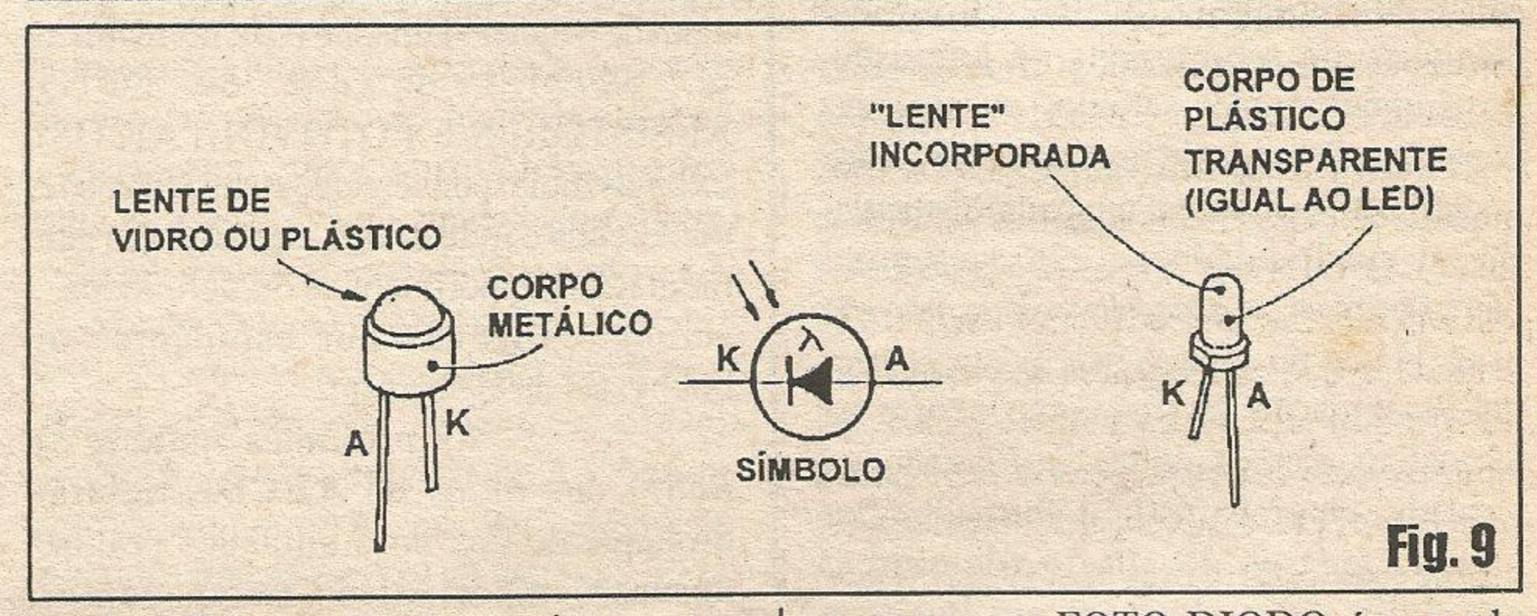

Fig. 9
**- FIG. 9 - DETALHES PRÁTICOS SOBRE OS *FOTO-DIODOS*... -** Asim como acontece nos outros DETETORES opto, a questão prática fundamental do *componente* FOTO-DIODO é o modo puramente óptico de captar a luz externa, fazendo com que esta energia luminosa possa atingir eficientemente a junção semicondutora interna...! Pelo diagrama, podemos notar que a aparência externa do componente costuma incluir uma pequena lente de vidro ou plástico (exemplo à esquerda), ou então assumir forma muito parecida com a de um conhecido LED (direita), caso em que o próprio *corpo* da peça é feito de acrílico transparente ou translúcido, incluindo uma *cabeça* arredondada (formando um lente convexa incorporada...). Em termos práticos, notar ainda que a identificação dos terminais de **anodocn (A)** e **catodo (K)** frequentemente é feita pelo conhecido método da *perna mais curta indicando o K* (igualzinho adotado para os LEDs...). Observar ainda (no centro do diagrama) um dos símbolos adotados para a representação gráfica do FOTO-DIODO nos esquemas de circuitos (às vezes, aquela *letra grega* dentro do círculo, não é incluída...).